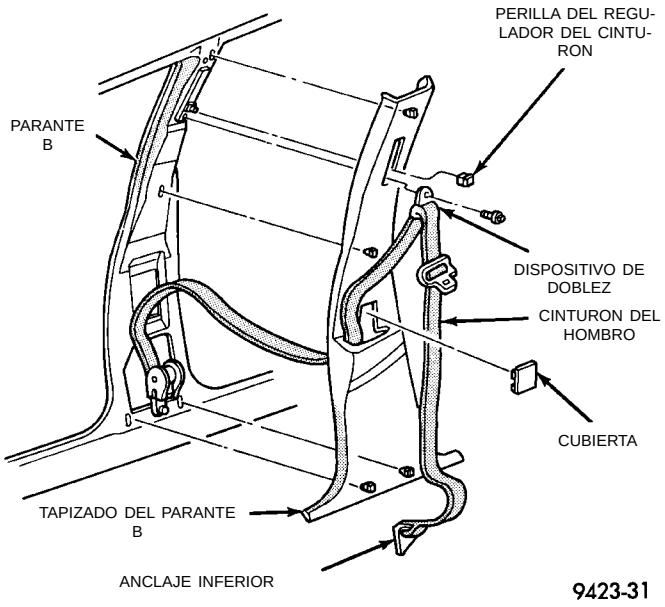

Fig. 58 Tapizado del parante B
(1) Retire el perno que sujeta el anclaje inferior del cinturón de seguridad a la curva del suelo de la carrocería.
(2) Retire la perilla de control de altura del cinturón del hombro.
(3) Retire el perno que sujeta el dispositivo de doblez al regulador del cinturón (Fig. 58).
(4) Retire la cubierta de acceso del tapizado del parante B.
(5) Desacople los collarines que sujetan el tapizado al parante B.
(6) Introduzca el dispositivo de doblez del cinturón de seguridad y el cinturón de seguridad por el panel tapizado.
(7) Separe el tapizado del parante B del vehículo.